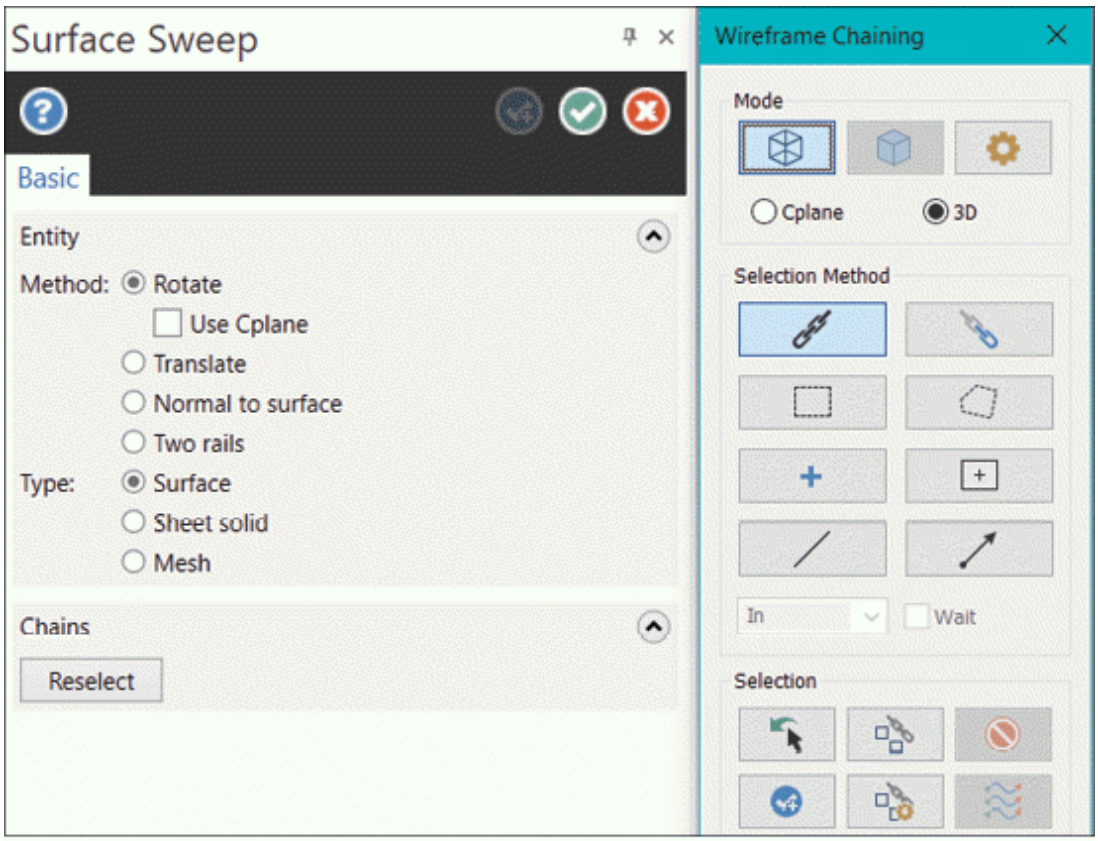

Figure-20. Surface Sweep Manager
- Click on the **Sweep** tool from the **Create** group in the **Surfaces** tab of **Ribbon**. The **Surface Sweep Manager** will be displayed with **Wireframe Chaining** selection box; refer to Figure-20.